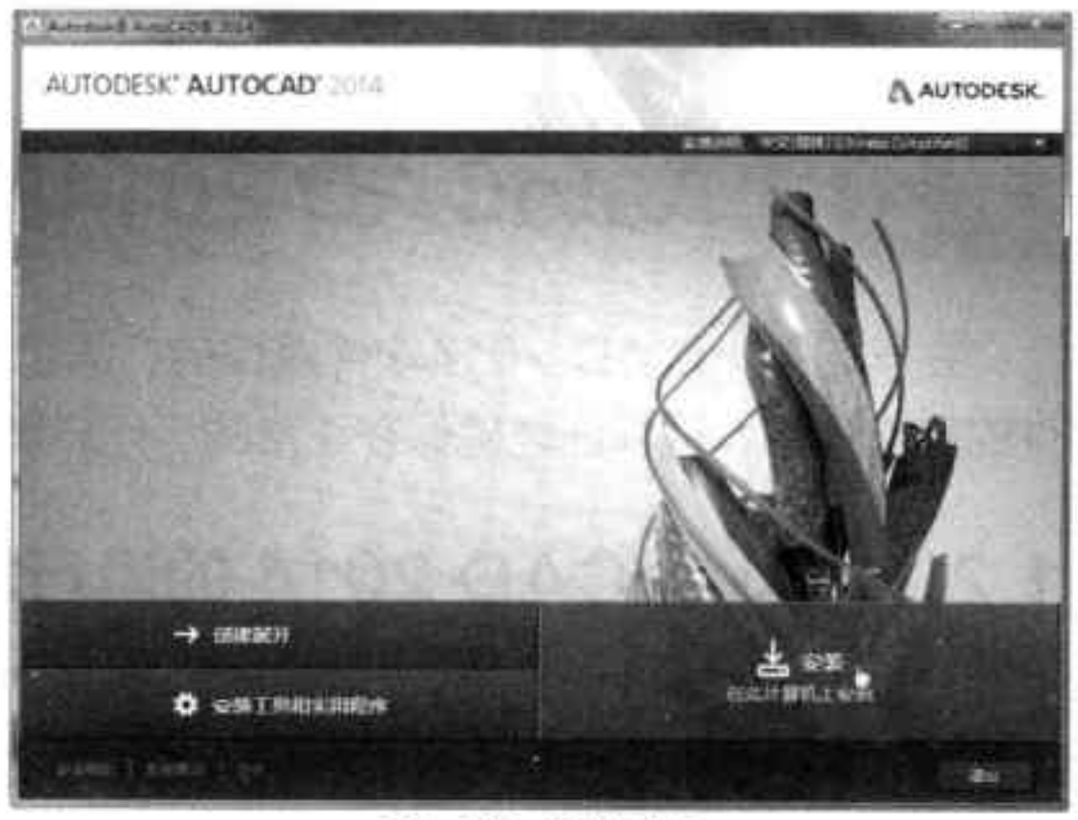

图1-24　安装界面
Step 02 稍等片刻，在打开的安装界面中，单击“安装”按钮，如图 1-24 所示。